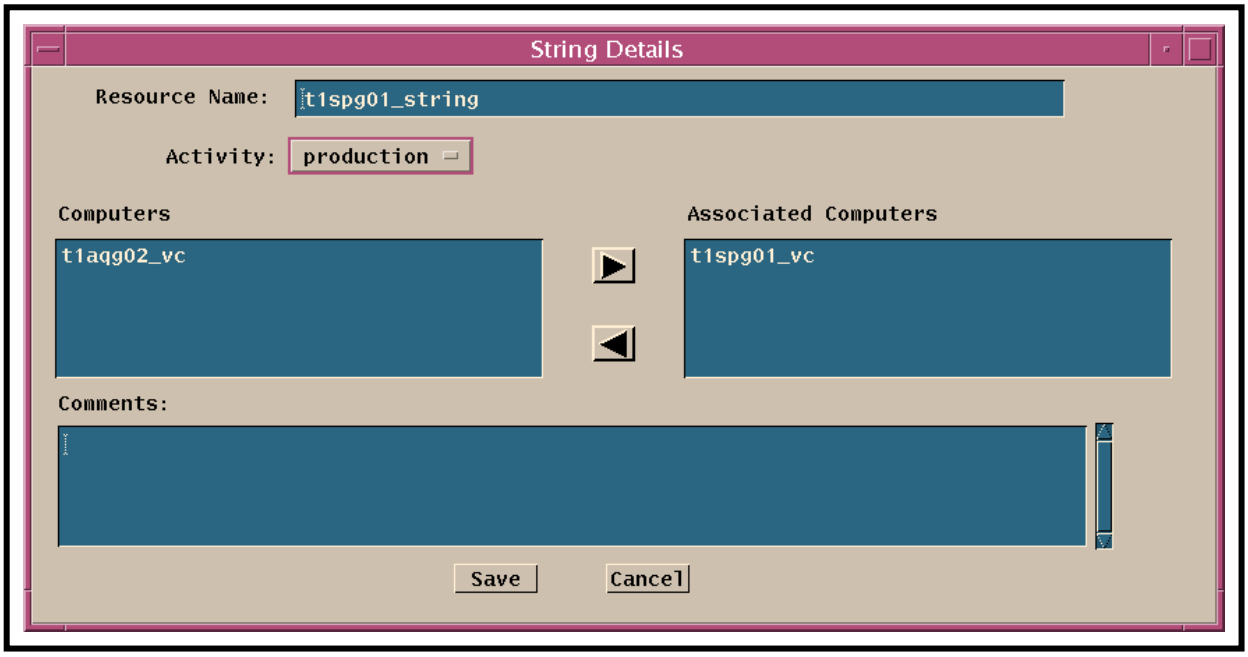

Figure 13. String Details GUI
- The **String Details** GUI displayed when the **New…** button on the **Resource Editor** GUI is clicked is similar to the **String Details** GUI (Figure 13) that is displayed when the **Modify…** button on the **Resource Editor** GUI is clicked.